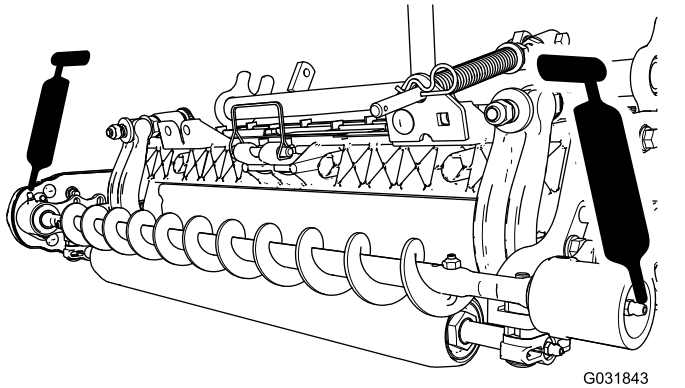

图 20
3. 用 2 号通用型锂基润滑脂润滑每个滚筒刷轴承座上的黄油嘴图 20。